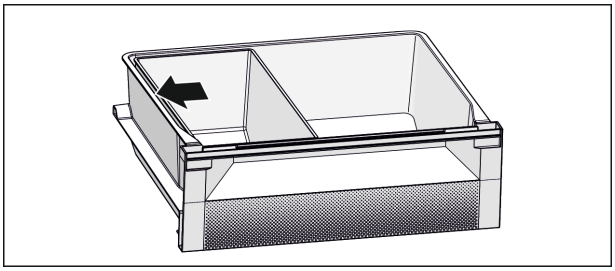

*Fig. 7*
- ▶ Pentru o funcție optimă de răcire: Poziționați separatorul Fish & Seafood conform figurii (vezi Fig. 7) .